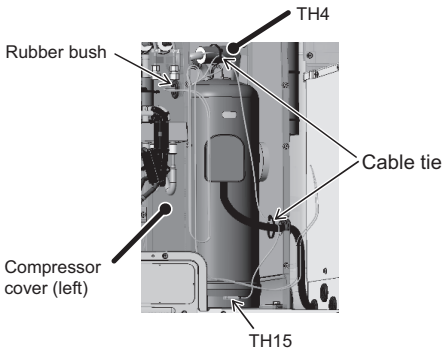

Figure 3
(3) Cut the two tie bands holding TH4 and TH15, and remove the wiring from the rubber bush on the left compressor cover. (See Figure 3.)